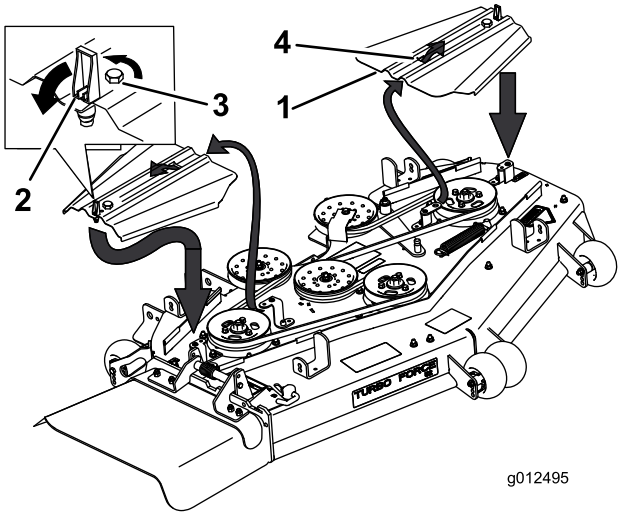

Rysunek 67
3. Usuń pokrywy paska i zamocowane do nich śruby (Rysunek 67).
9. Zamontuj pokrywy paska, wsuwając pokrywę na występ, dokręcając śruby i zamykając zaczepy (Rysunek 67).